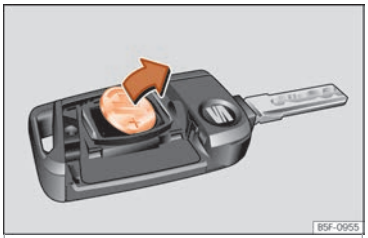

Fig. 85 Chave do veículo: extração da pilha.
- Extraia a pilha do compartimento com um objeto fino adequado ››› Fig. 85.
- Coloque a pilha nova conforme se mostra ››› Fig. 85 pressionando-a para o compartimento da pilha, no sentido contrário ao da seta ››› ❶.